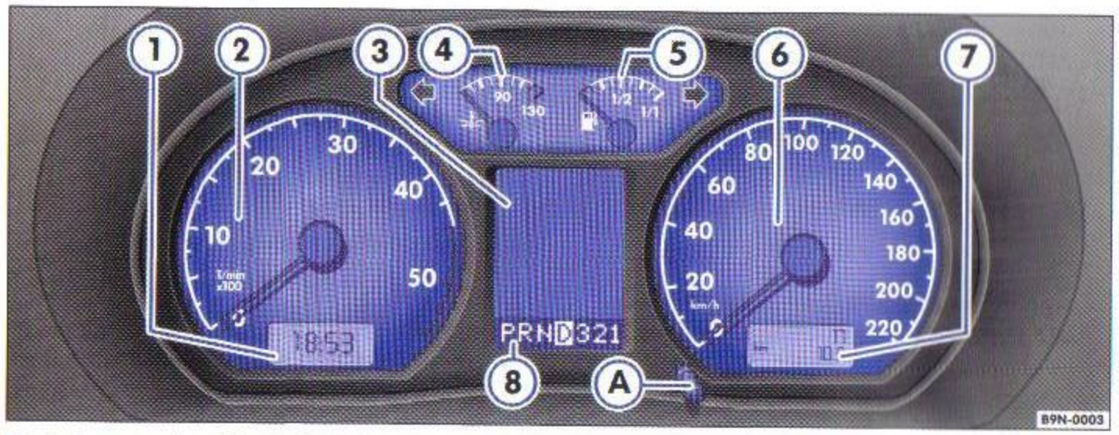

Fig. 1 Imagine din tabloul de bord: Instrumente de bord
– Rotiți butonul ⇒ pagina 6, fig. 1" Ⓐ până la limită spre stânga, pentru a regla orele. Dacă rotiți butonul scurt spre stânga, se va regla câte o oră.
Începutul zonei roșii a turometrului ⇒ pagina 6, fig. 1" ② reprezintă pentru toate treptele de viteză turația maximă admisă a motorului în regim normal de funcționare. Înaintea atingerii acestei zone, se va indica schimbarea vitezei într-o treaptă superioară sau selectarea poziției [4] D, sau ridicarea piciorului de pe pedala de accelerație.
Indicarea termenelor de prezentare la service se realizează fie prin display-ul kilometrajului ⇒ pagina 6, fig. 1" ⑦, fie prin display-ul[6] din tabloul de instrumente.
Contorul din partea de jos înregistrează distanţa parcursă la o singură deplasare. Ultima poziţie a contorului este reprezentată de distanţele de 100 m. Contorul pentru o singură deplasare se poate reseta prin apăsarea butonului de resetare ⇒ pagina 6, fig. 1" Ⓐ.